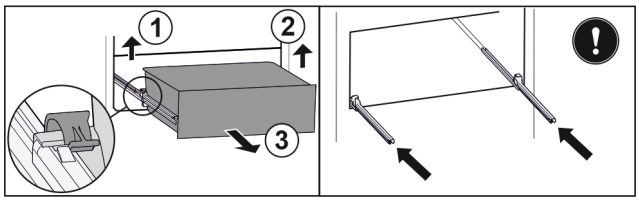

Fig. 223
- ▶ Linker klem optillen en gelijktijdig lade links naar voren trekken. *Fig. 223 (1)*
- ▶ Rechter klem optillen en gelijktijdig lade rechts naar voren trekken. *Fig. 223 (2)*
- ▶ Lade naar voren toe verwijderen. *Fig. 223 (3)*